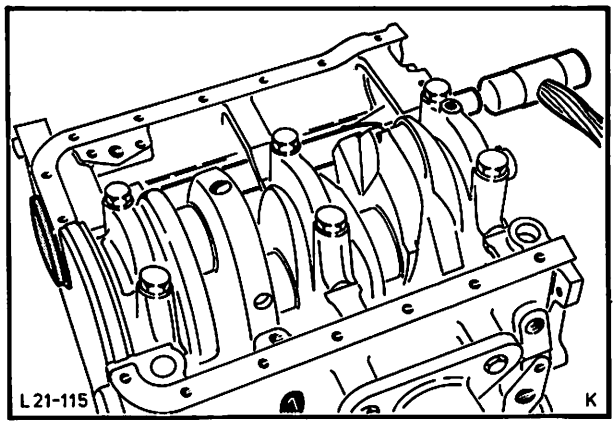

Abb. 151 Ausgleichwelle heraustreiben
25. Ausgleichwelle mit einem Kunststoffhammer nach hinten treiben, bis der Verschlußdeckel frei ist, Welle herausnehmen, Abb. 151.